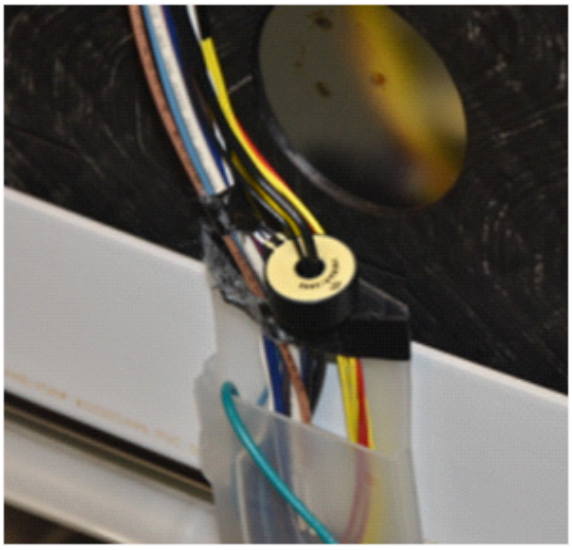

Figure 7 - Current Transformer Location
- Current transformer is integrated into the appliance wiring harness of the dishwasher (see figure 7)